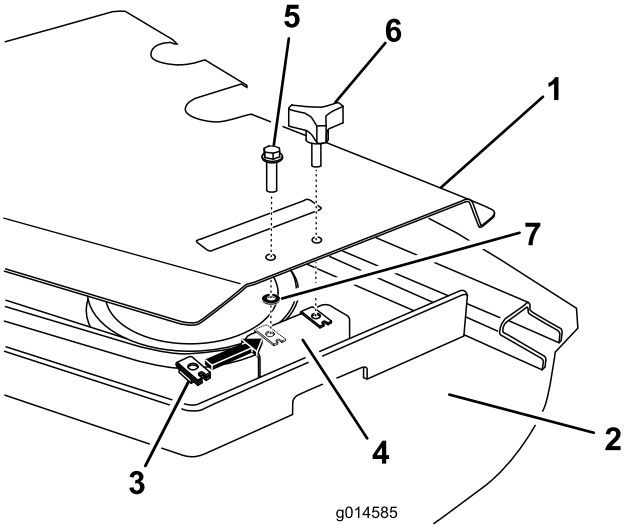

Figur 6
1. Fjern håndknottene som fester remdekslene til klippeenheten (Figur 6). Fjern remdekslene.